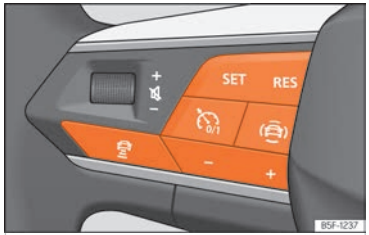

Fig. 115 On the multifunction steering wheel: buttons for operating the ACC.
- Press the button on the multifunction steering wheel ››› Fig. 115.
- To start regulation, press the **SET** button ››› Fig. 115.
To program the speed, press the + or – ››› Fig. 115 buttons to the desired speed. The speed is adjusted at intervals of 10 km/h (5 mph).
- Press the button and then + or – button ››› Fig. 115.
- Briefly press button ››› Fig. 115 or press the brake pedal.